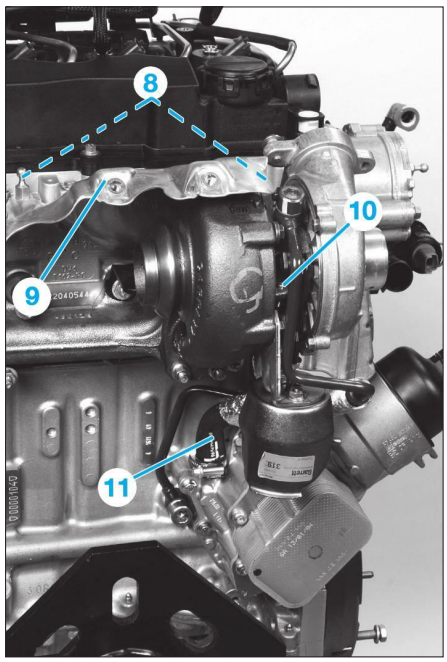

**Fig. 61**
- les vis (8) puis écran thermique (9) en le faisant pivoter selon l'axe du collecteur **(Fig.61)**,